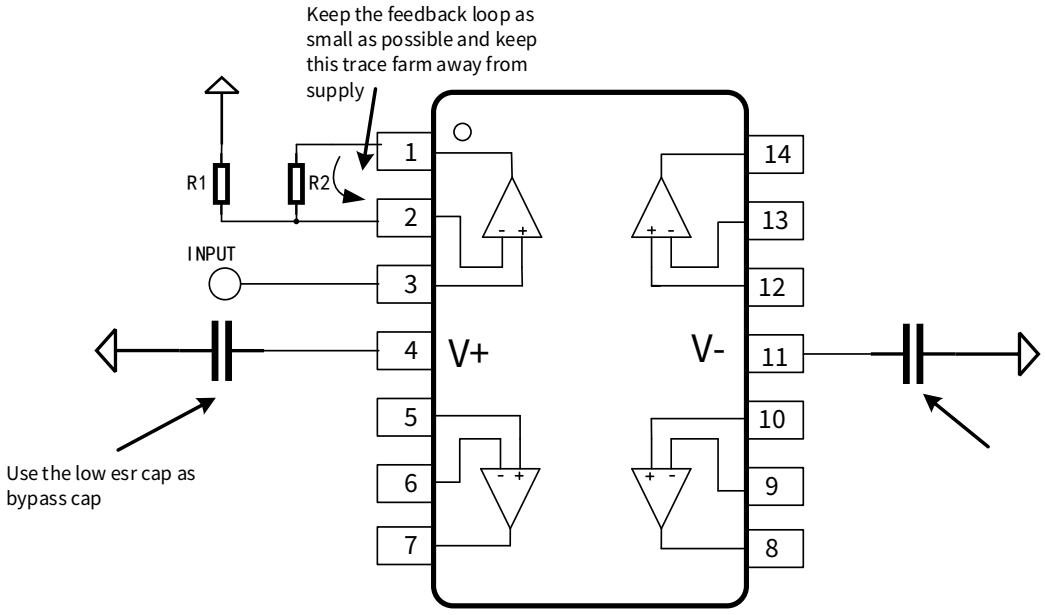

Figure 10-1 Layout example
• External components should be located as close to the device as possible, as shown in Figure 10-1. Keeping RF and RG close to the inverting input minimizes parasitic capacitance.